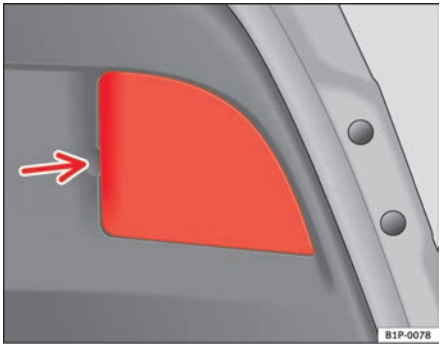

Fig. 171 Lights on the tailgate
– Pull the cover off. See the arrow ⇒ fig. 171.